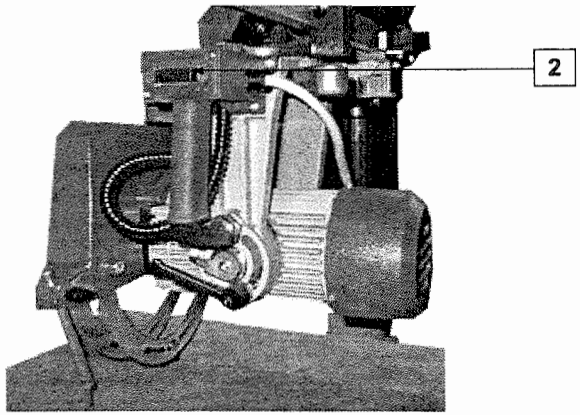

Fig. 2
2. Press the switch blade motor start button (**2**) Fig. 2